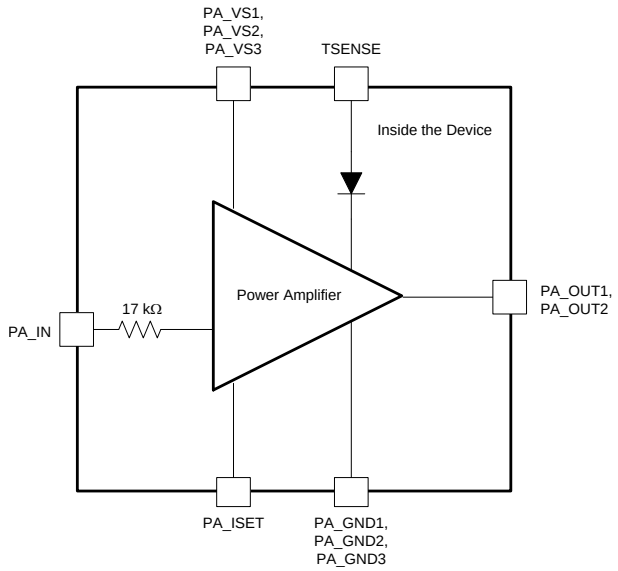

Figure 12. PA Block Equivalent Circuit
The power amplifier (PA) block consists of a high slew rate, high-voltage, and high-current operational amplifier. The PA is configured with an inverting gain of 7 V/V, has a low-pass filter response, and maintains excellent linearity and low distortion throughout its bandwidth. The PA is specified to operate from 7 V to 24 V and can deliver up to ±1.9 A of continuous output current over the specified junction temperature range of –40°C to +125°C. The PA block is shown in Figure 12.